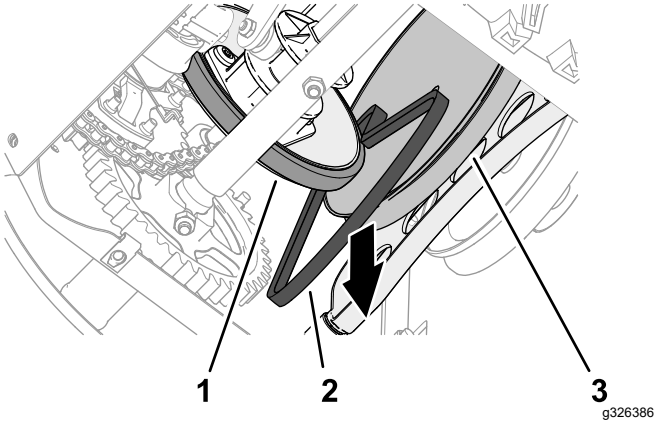

**Figur 48**
7. Skub traktionsremmen mellem friktionshjulet og traktionsremskiven, og fjern remmen fra maskinen (Figur 48).